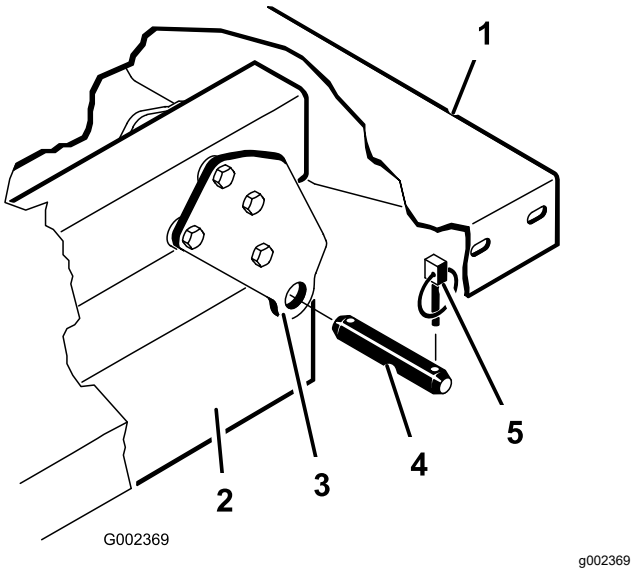

Figuur 4
5. Verwijder de gaffelpennen waarmee de uiteinden van de cilinderstang vastzitten aan de bevestigingsplaten van de laadbak, door de pennen naar binnen te drukken (Figuur 4).
6. Verwijder de borgpennen en de gaffelpennen waarmee de draaibeugels zijn bevestigd aan de framebalken (Figuur 4).